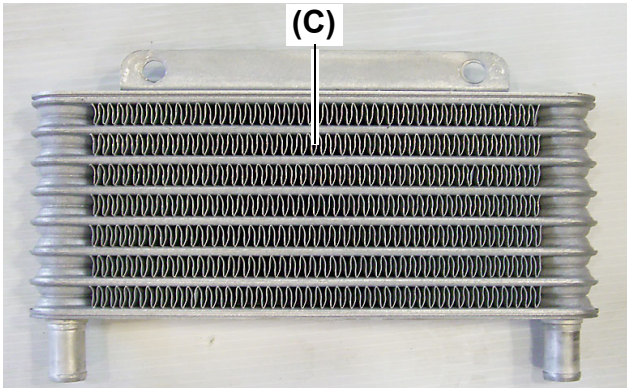

Fig. 6
3. When installing the oil cooler **(Fig. 6, (C))**, observe the following point:
5. Remove the oil cooler **(Fig. 6, (C))** from the column bracket.
●Transmission oil in the oil cooler **(Fig. 6, (C))** flows out.